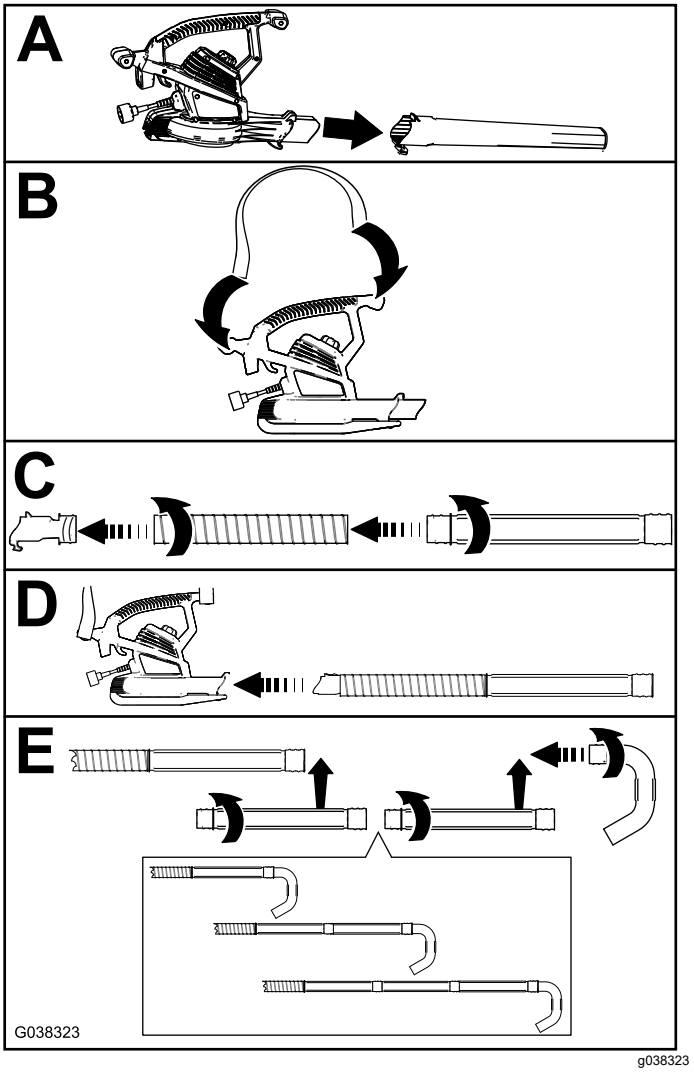

Figure 3
4. Montez le tube flexible et les tubes de rallonge sur le collet comme montré en C et E sur la Figure 3.